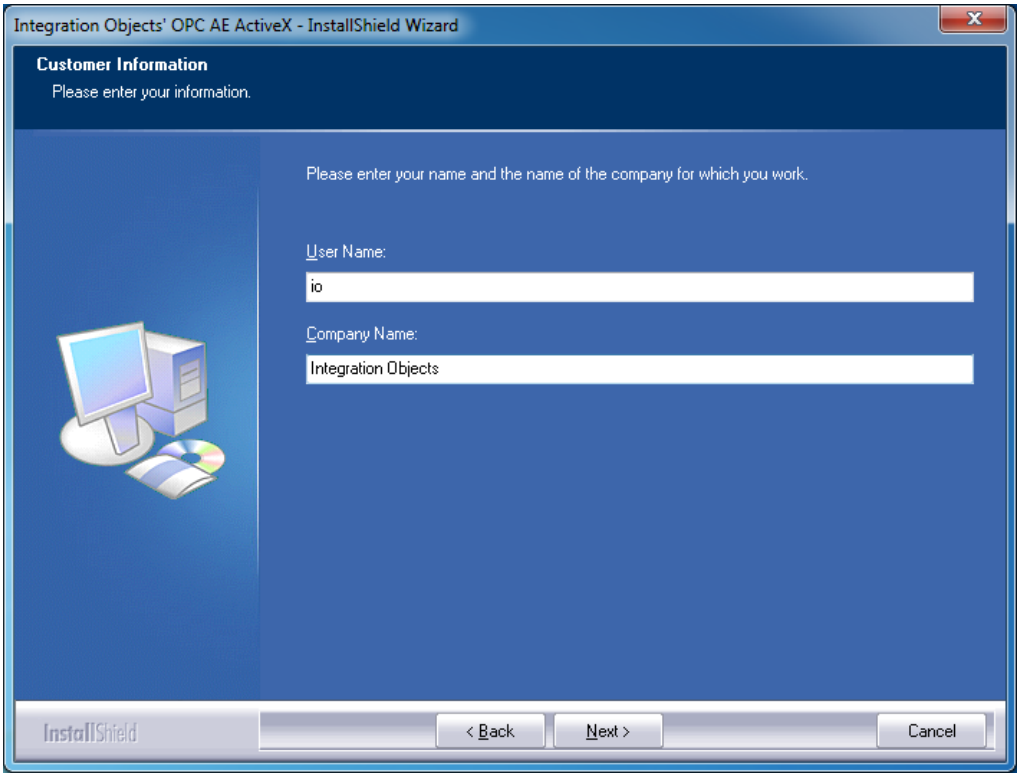

Figure 3: Customer Information
4. After you agree to the software license, the window shown in Figure 3 is displayed. This window asks you to introduce information about yourself and your company.